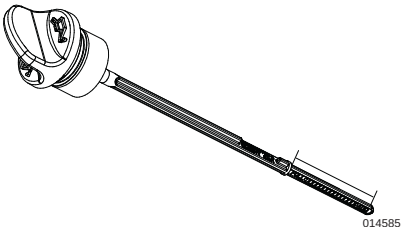

Figure 2-14. Safe Operating Range
3. See ***Figure 2-14***. Insert dipstick and remove again to check oil level. Oil level is checked with dipstick fully installed.
6. See ***Figure 2-14***. Remove dipstick and verify oil level is within safe operating range.